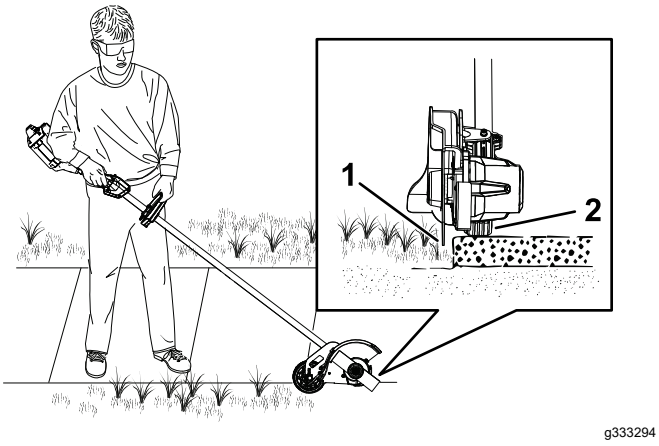

Figure 12
2. Retirez les 2 vis qui fixent le patin de protection sur le coupe-bordures (Figure 12).